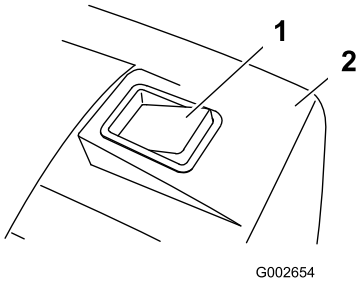

Bild 22
4. Mähen Sie mit dem eingesetzten Fangkorb, bis die Anzeige am Fangkorb anzeigt, dass der Fangkorb voll ist (Bild 22).